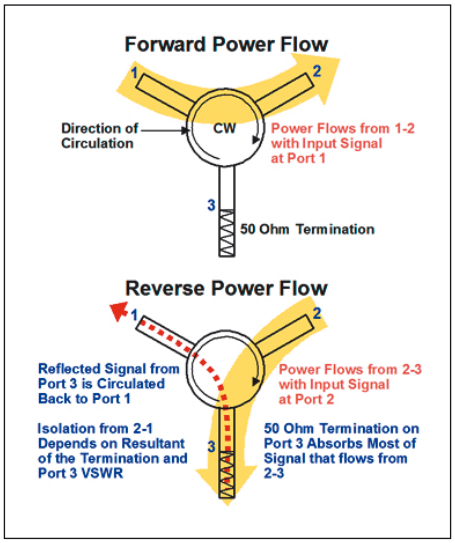

***Bild 10: Durch Hinzufügen eines Abschlusses an Port 3 erhält man eine Richtungsleitung***
**Isolation:** Eine Richtungsleitung ist eine Vierpoleinheit, die durch den internen Abschluss eines Zirkulator-Anschlusses (siehe Bild 10 gezeigt) entsteht. Wenn ein Signal in der Richtung hoher Verluste in die Richtungsleitung eingespeist wird, ist die Isolation (Entkopplung) das Verhältnis des in den Ausgangs-Port 2 eingespeisten Signals zu dem am Eingabeport (1) gemessenen Signal, ausgedrückt in dB. Für einen Zirkulator gibt es diesen Parameter nicht.